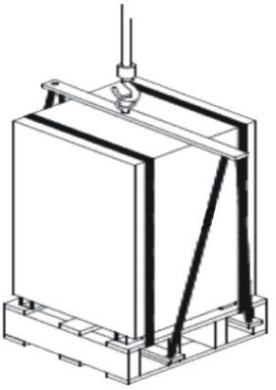

Figure1b
2. Le centre de gravité du sécheur d'air est à son point médian (Figure 1b),